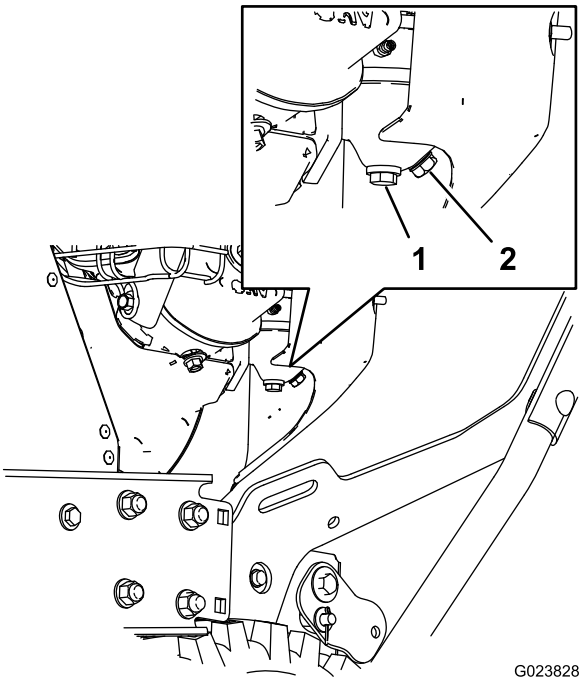

Figur 28
1. Find aftapningsskruen, der sidder i sideporten på karburatorbeholderen (Figur 28).